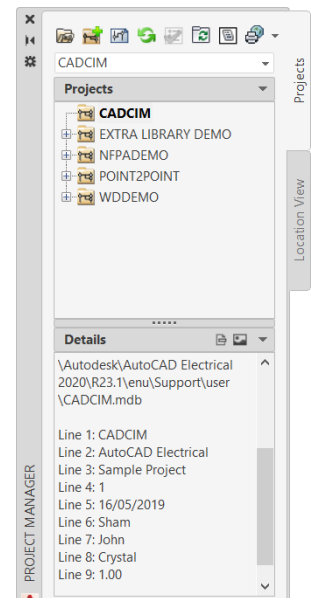

Figure 2-59 *The* ***PROJECT MANAGER*** *displaying the* ***CADCIM*** *project and its description*
11. Choose the **OK** button from the **Create New Project** dialog box. You will notice that the **CADCIM** project appears in bold text at the top of the project list displayed in the **PROJECT MANAGER**, refer to Figure 2-59.
13. Choose the **Details** button from the **Details/Preview** rollout. You will notice that the project description/information entered in the first nine lines of the **Project Description** dialog box is displayed in the **Details/Preview** area, as shown in Figure 2-59.